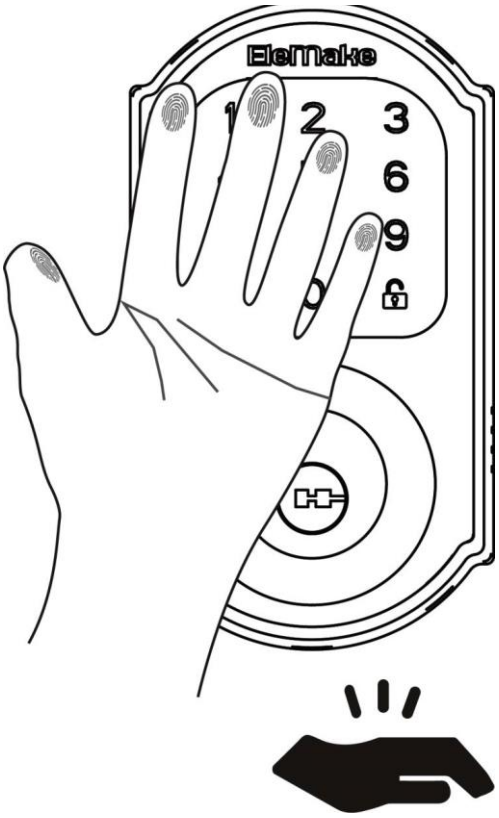
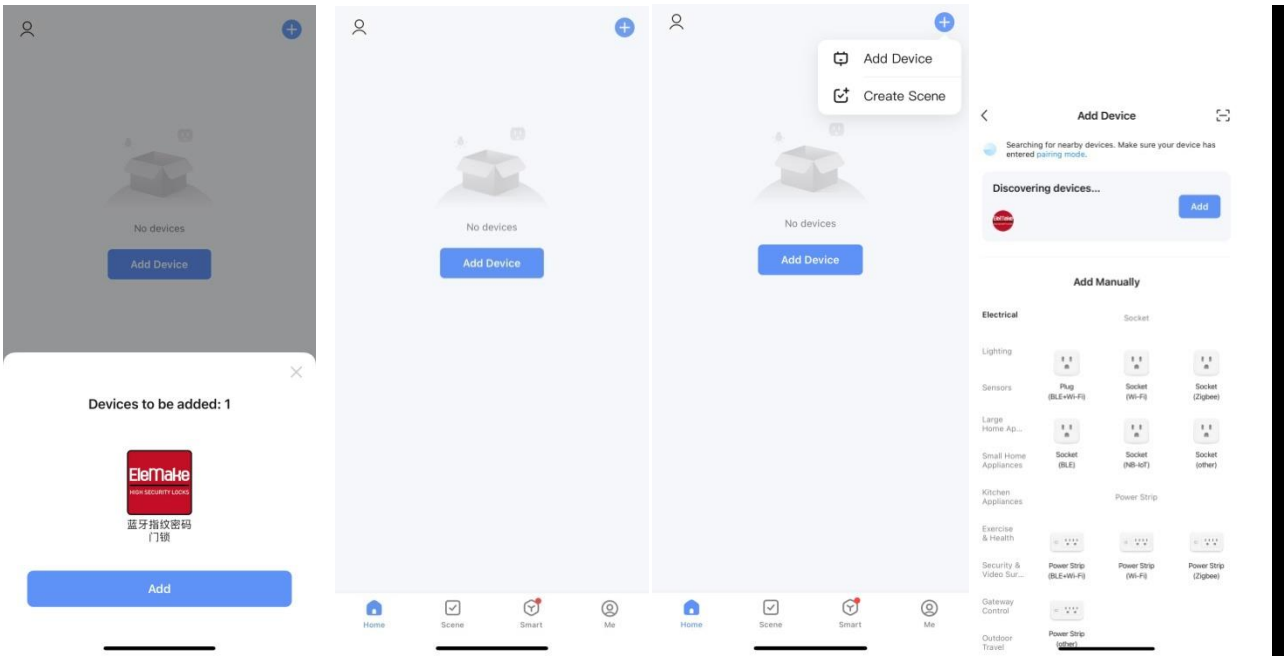
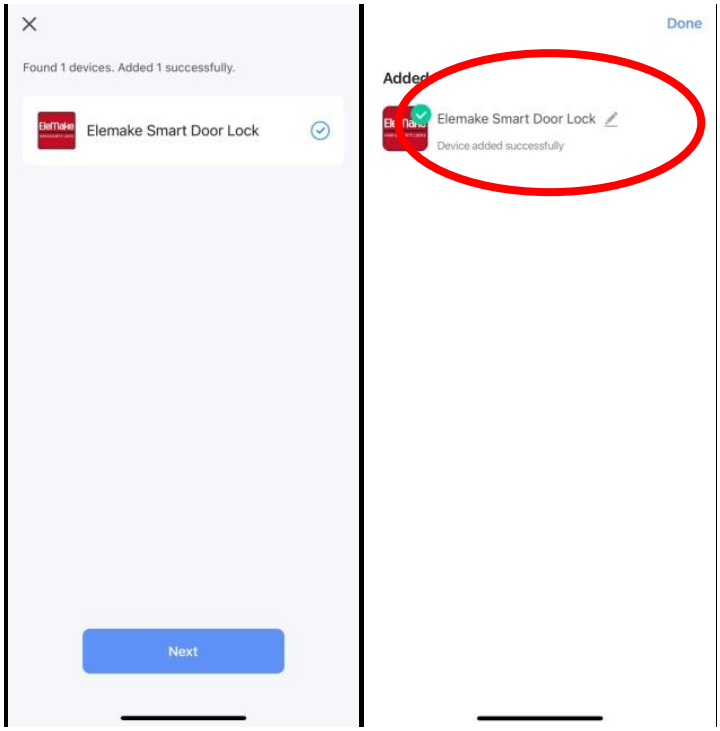
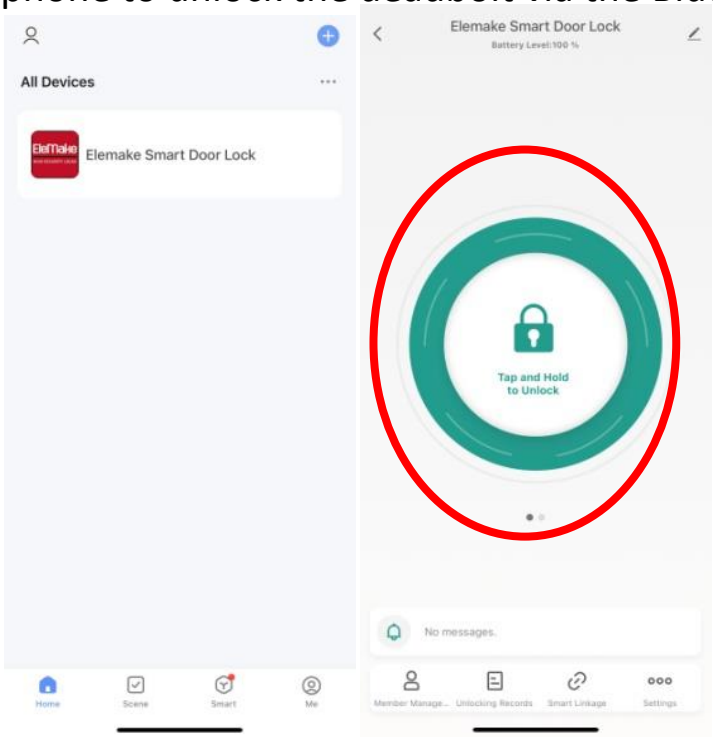

Figure L-1
Figure L-2
Figure L-3
Figure L-4
(2) Step 2--Connect the deadbolt to mobile phone App Smartlife with Bluetooth (See Figure L-1, Figure L-2, Figure L-3 ,Figure L-4)
(b) Touch the screen with back of your hand to activate the deadbolt.(See **Figure L-1**)
(c) Enter the Smartlife app, it automatically find the lock, or you can click" add the device "to search the deadbolt. Then will see the device with Elemake logo. .(See **Figure L-2**)
(d) Click the deadbolt's logo to connect the deadbolt, Name the deadbolt and save. .(See **Figure L-3**)
(e) If successfully connected the Smartlife app with the deadbolt. The opening button on the screen will turn to green colored . User can use the mobile phone to unlock the deadbolt via the Bluetooth. (See **Figure L-4**)